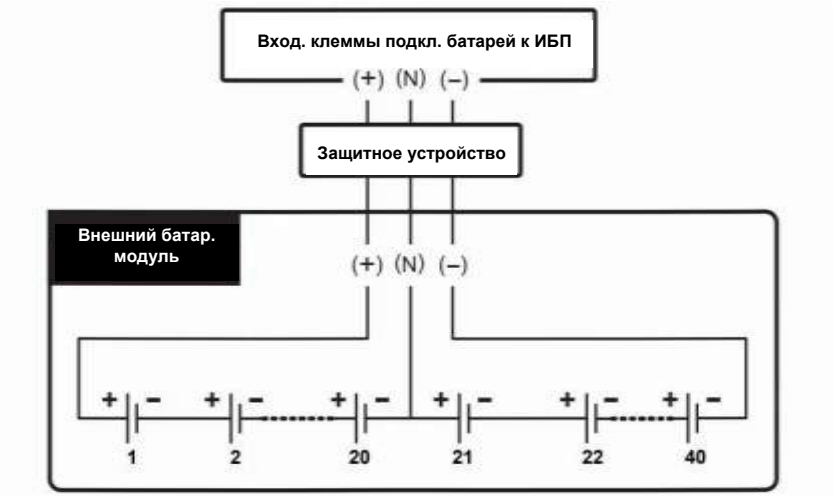

Рисунок 5-17: Подключение внешнего батарейного модуля
- Установленное на заводе количество батарей составляет 40 шт. по 12 В постоянного тока, соединенные гирляндой; нейтраль внешнего батарейного модуля необходимо подсоединить к среднему контакту между 20 и 21 батареями. Необходимо использовать батарейные кабели для подключения внешнего батарейного модуля к клеммам +, - и N, обозначенным на ИБП. См. ***Рисунок 5-17***.